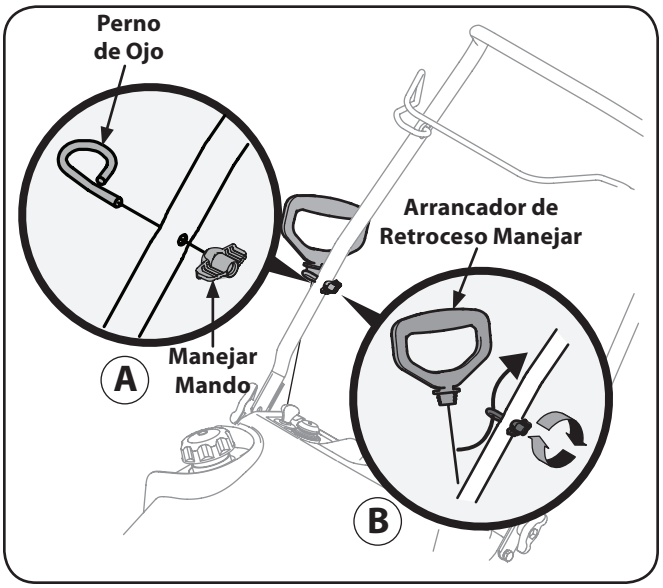

Figura 3-7
2. Coloque el perno y la perilla del mango en la manija superior como se muestra en la Figura 3-7. No apriete completamente el hardware hasta que se lo indiquen.
4. Deslice el cable de arranque de arranque en la argolla de la parte posterior de la máquina quitanieves. Véase la Figura 3-7.